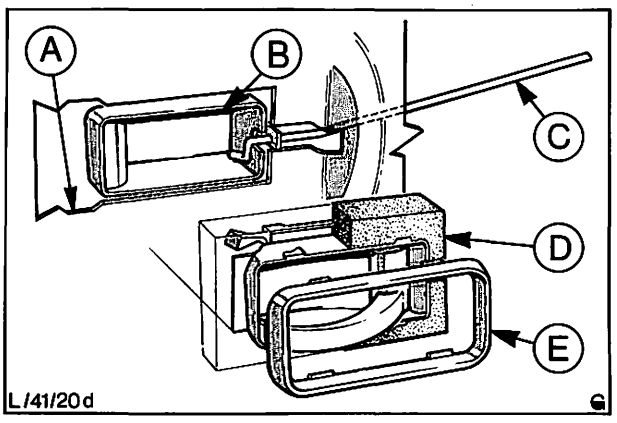

Abb. 54 Türöffnungshebel komplett mit Griffschale
3. Türöffnungshebel zerlegen, Abb. 54.